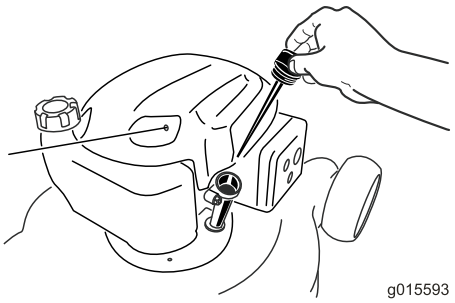

Figur 26
6. Fjern peilestaven fra oljefyllingsrøret (Figur 26).